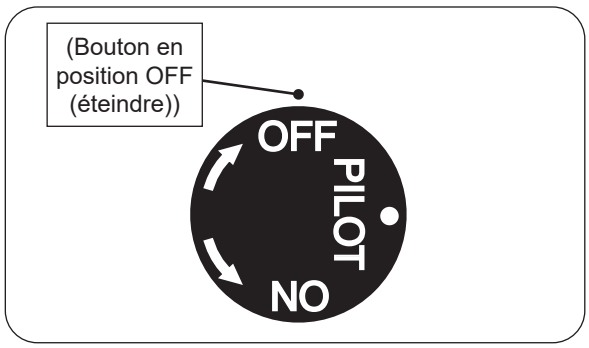

Fig. 61-2 Arrêt du pilote
2. Localisez la vanne sur le côté de l'unité. Pousser le gazbouton de commande légèrement et tourner dans le sens des aiguilles d'une montre ↷ sur **OFF** (éteindre) (voir Fig.61-2).
Appuyez légèrement sur le bouton de contrôle et tournez-le dans le sens des aiguilles d'une montre ↷ pour **OFF** (éteindre). Ne force pas. Voir Fig.61-2.